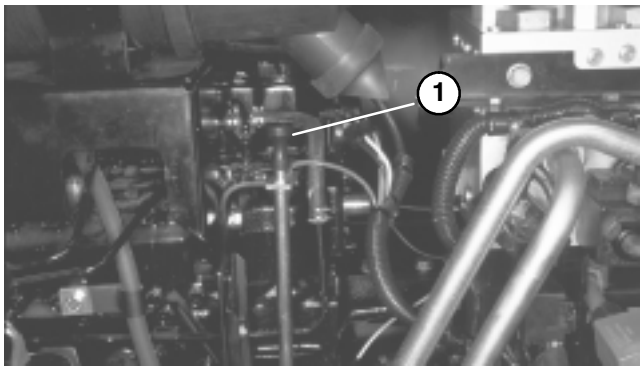
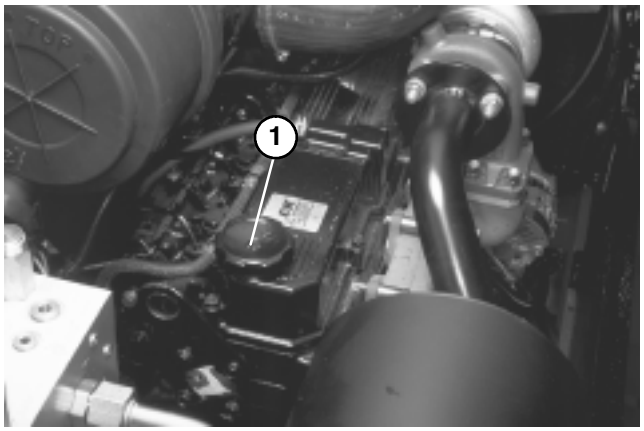

Figure 3
Figure 4
3. Remove dipstick, wipe with a clean rag (Fig. 3) and insert into tube until fully seated. Remove dipstick from tube and check oil level. If oil level is low, remove filler cap (Fig. 4). Add oil until level is to top notch on dipstick. **DO NOT OVERFILL**.